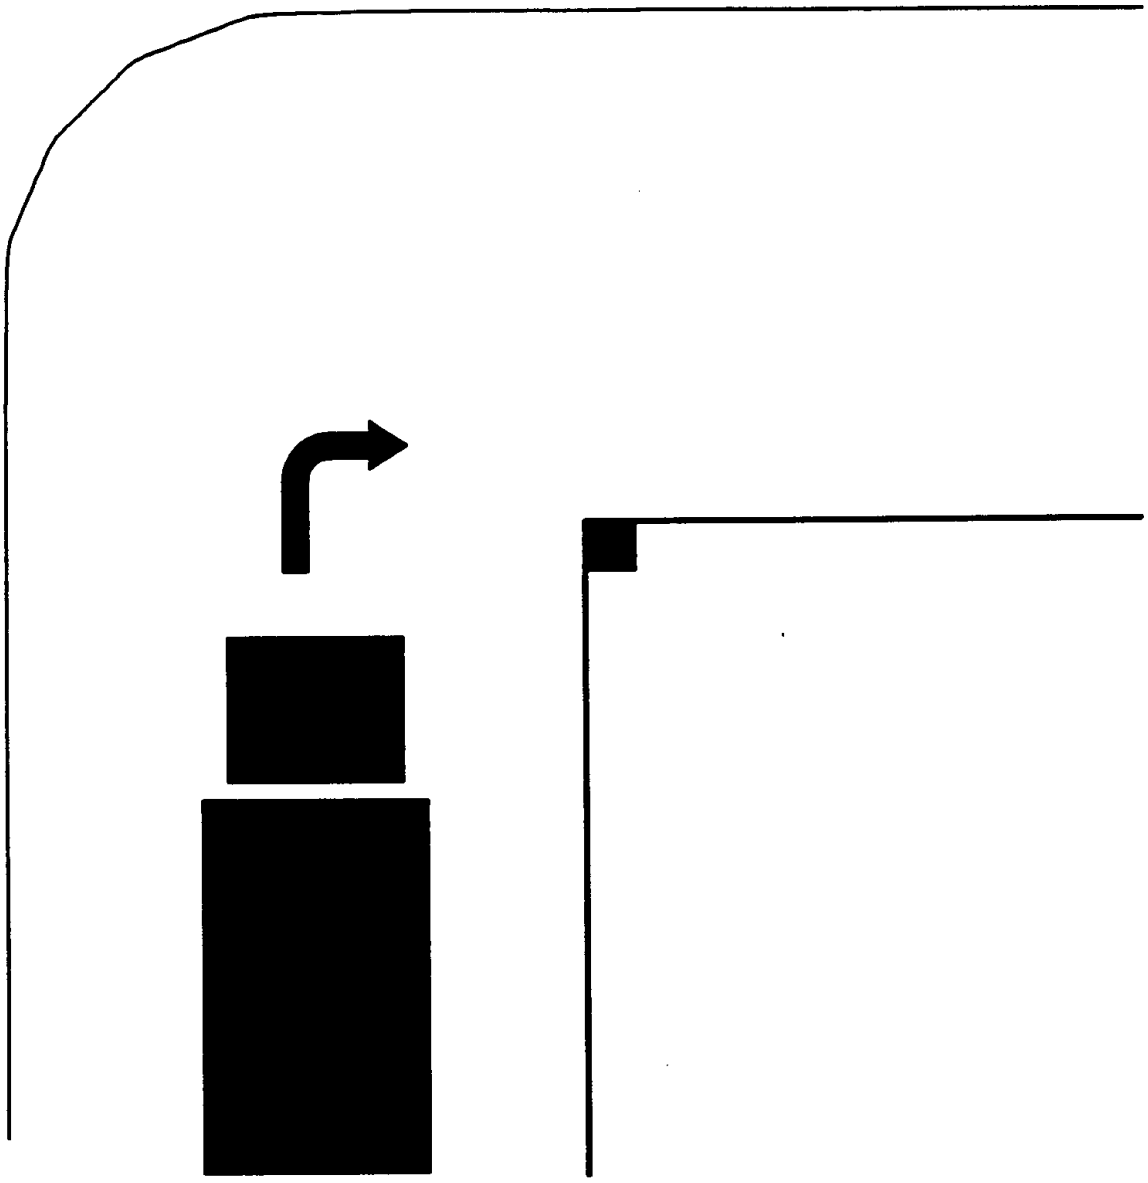

Figure 11-7: Backward Serpentine
- ***Backward Serpentine*** — You may be asked to back your vehicle through a 3-cone serpentine without touching any cones or crossing over the exercise (side) boundaries marked by cones. (See Figure 11-7.)